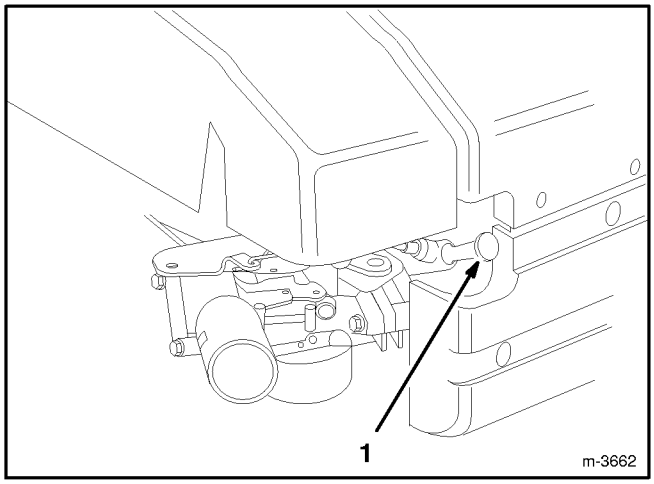

**Abbildung 10**
**1.** Zündkerzenkabel auf Zündkerze stecken (Abb. 10).
**1.** Motor abstellen und Zündkerzenkabel abziehen (Abb. 10). Beim Startschluüssel-Modell den Schlüssel aus dem Schalter ziehen.
**1.** Motor abstellen und Kabel von der Zündkerze abziehen (Abb. 10). Den Schlüssel aus dem Schalter ziehen.